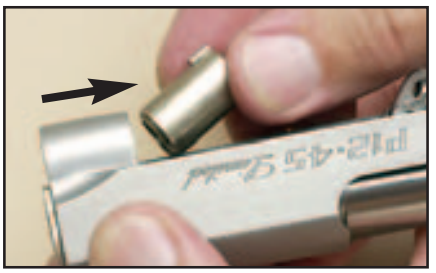

Figure 22
STEP 6. Lift the rear of the recoil spring and guide, then remove towards rear of slide. Push front of recoil plug towards rear of slide, and remove (***Figure 22***).